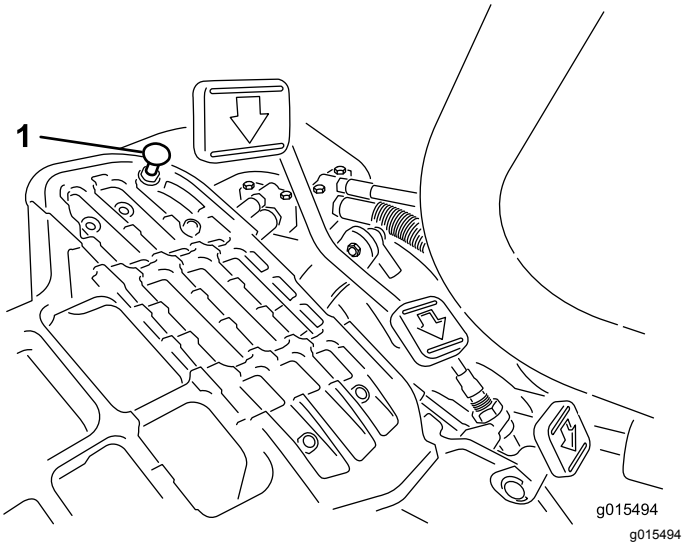

Figure 52
Enfoncez la pédale de déplacement. Si la pédale touche la butée (Figure 52) avant que la tension soit ressentie sur le câble, un réglage est requis.
1. Desserrez les conte-écrous à embase qui fixent la butée de pédale au plancher (Figure 52).